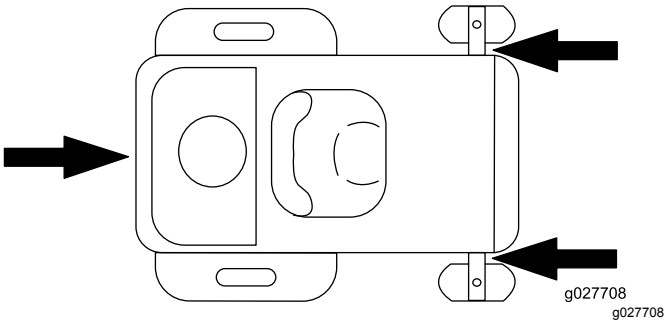

Figur 26
5. Fastgør maskinen i nærheden af de forreste styrehjul og den bageste kofanger (Figur 26).